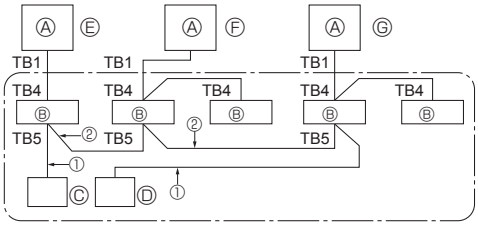

Fig. 9-1
9. Contrôle du système (Fig. 9-1)
9. Sistema de control (Fig. 9-1). 9